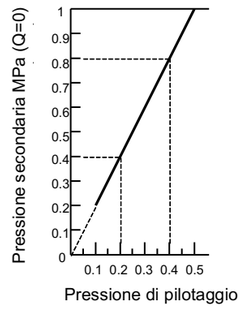

Fig.5 Caratteristiche di pressione
b) Per la relazione tra la pressione di pilotaggio e la pressione secondaria, fare riferimento alla Fig.5.